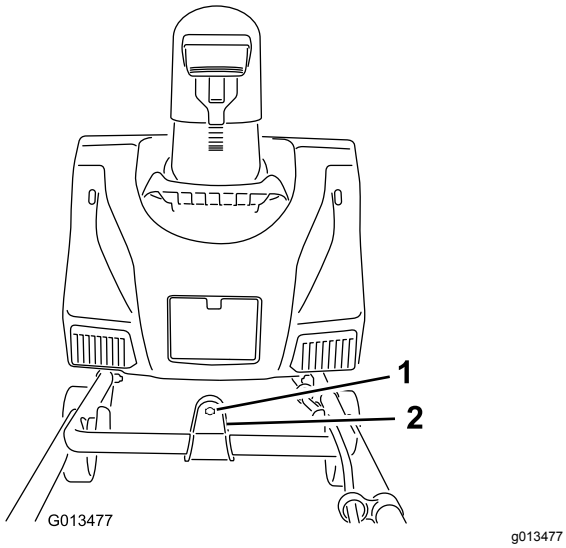

Figur 4
2. Sett inn enden på sjaktkontrollstaget gjennom det nøkkelhullformede hullet i braketten som er festet oppå det nedre håndtaket (Figur 4).